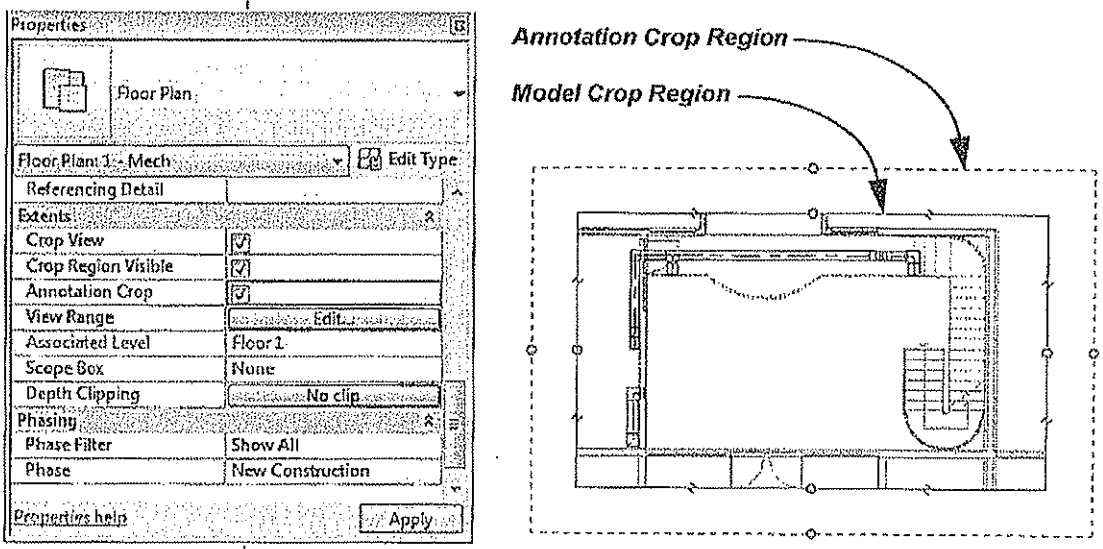

Figure 4–10
- If the Annotation Crop Region is not displaying, turn it on in the Properties of the view. Scroll down to the *Extents* area and select **Annotation Crop**, as shown in Figure 4–10.